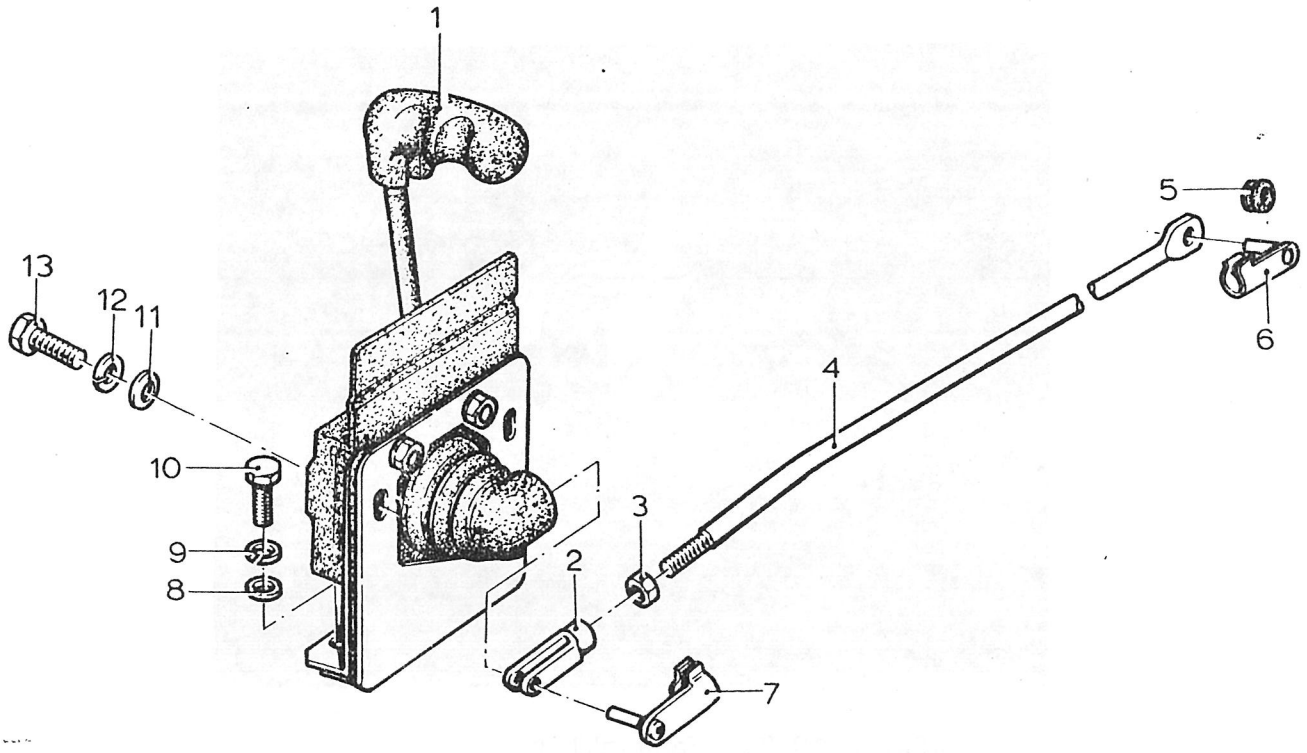

Afb. 2.10.8. Keuzehefboom met bevestiging
2.10.6. Keuzehefboom (afb. 2.10.8.)